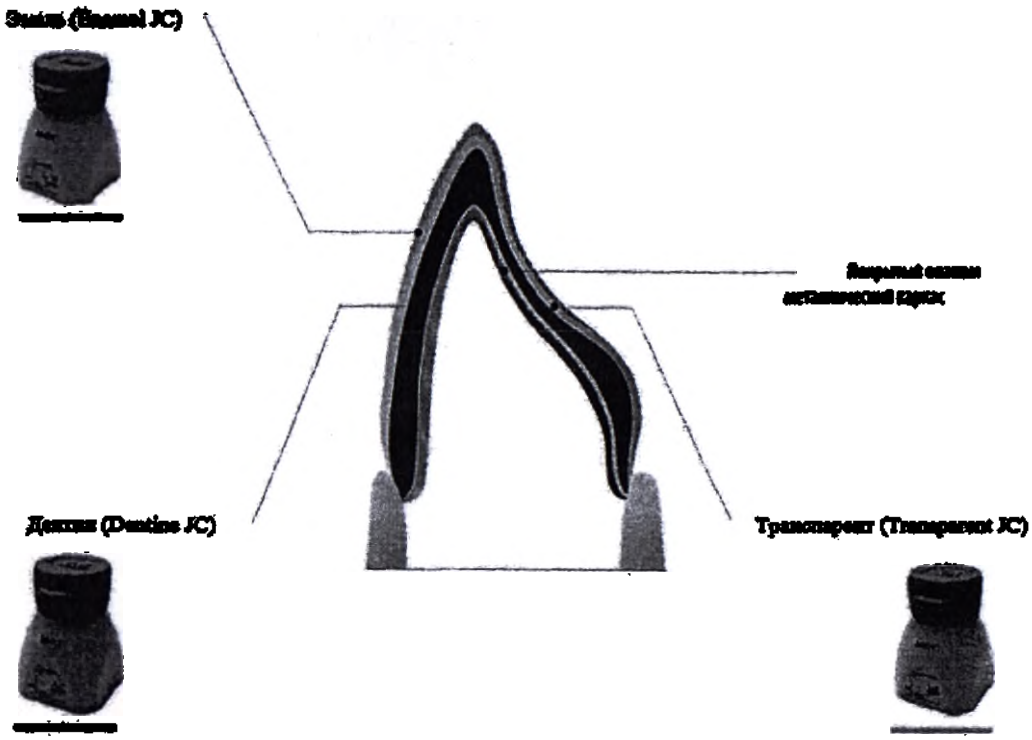

Рисунок 7 –Покрытие металлического каркаса опаком, дентином, транспарентом и эмалью
4.1.3. Эмалевый слой (рисунок 7)